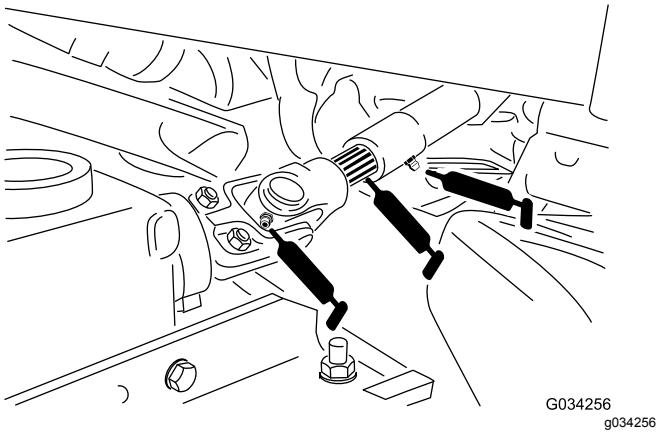

Figur 34
- Kraftudtagets kardanaksel (Figur 34)